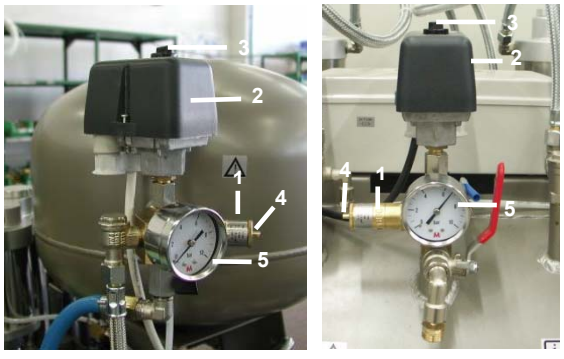
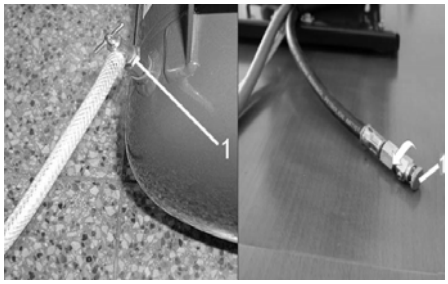
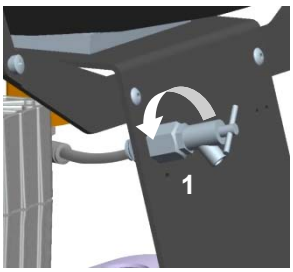

Bild.13
Bild.14
Bild.15 DK50 2V
(Bild.13)
Kompressoren ohne Lufttrockner (Bild.14, Bild.15)
Falls der Kompressor längere Zeit nicht genutzt wird, ist es empfehlenswert, das Kondensat aus dem Druckbehälter abzulassen und den Kompressor dann für 10 Minuten mit geöffnetem Kondensatablassventil (1) (Bild.14, Bild.15) in Betrieb nehmen. Danach den Kompressor mittels des Schalters (3) auf dem Druckschalter (2) (Bild.13) ausschalten, das Ventil für den Kondensatablass schließen und das Gerät vom Stromnetz trennen.
Das Gerät vom Stromnetz trennen. Druckluft aus dem Druckbehälter durch Öffnen des Kondensatablassventils (1) (Bild.14, Bild.15) ablassen. Das Gerät entsprechend der örtlich geltenden Vorschriften entsorgen. Die Entsorgung ist gegebenenfalls einer spezialisierten Firma zu übergeben.Alle Produktteile des Gerätes haben nach Ablauf ihrer Lebensdauer keinen negativen Einfluss auf die Umwelt.